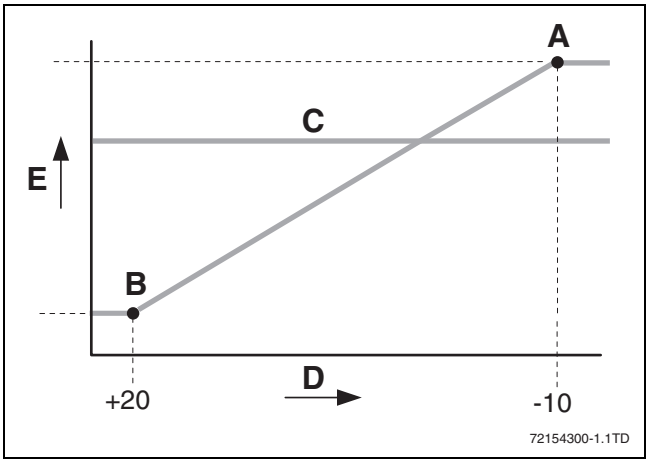

Fig. 1
2.2 Heating curve (→ fig. 1)
The heating curve shows the correlation between the outdoor temperature (**D**) and the flow temperature (**E**). This is a straight line, which can be described by two points (**A** and **B**). Point **A** is the flow temperature when the outdoor temperature is -10 °C and point **B** is the flow temperature when the outdoor temperature is +20 °C. **C** is the flow temperature set on the boiler (→ fig. 1).
3.2 Heizkennlinie (→ Bild 1)
Die Heizkennlinie gibt den Zusammenhang zwischen der Außentemperatur (**D**) und der Vorlauftemperatur (**E**) an. Es handelt sich hierbei um eine gerade Linie, die sich durch zwei Punkte (**A** und **B**) beschreiben lässt. Punkt **A** ist die Vorlauftemperatur bei einer Außentemperatur von -10 °C und Punkt **B** ist die Vorlauftemperatur bei einer Außentemperatur von +20 °C. **C** ist die Vorlauftemperatur, die am Heizkessel eingestellt wird (→ Bild 1).